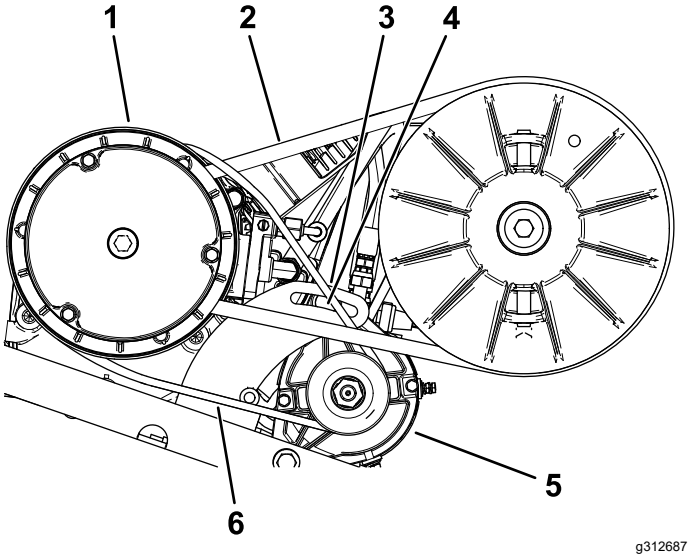

Figur 67
2. Løsn startgeneratorens drejemøtrik (Figur 67).
4. Tryk løftestangen nedad for at dreje starteren ned i åbningen, indtil remmen kun giver en afbøjning på 6,4 mm ved en kraft på 44 Nm (Figur 67).
5. Tilspænd drejemøtrikken med håndkraft, og afmonter løftestangen (Figur 67).